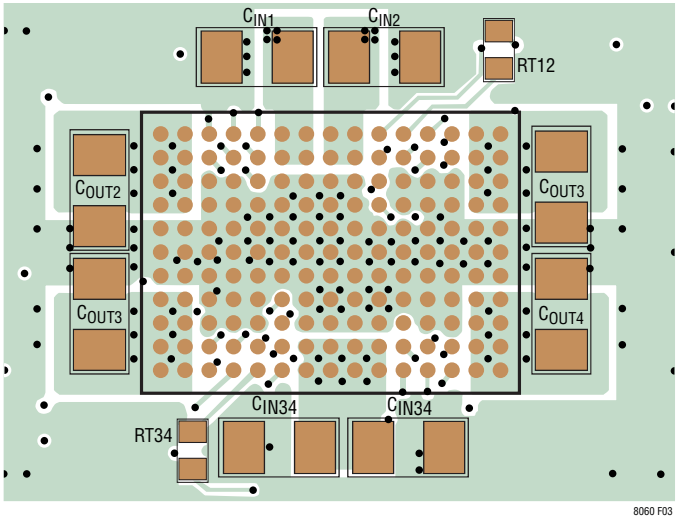

**図3. 推奨外部部品、GNDプレーン、サーマル・ビアを示したレイアウト**
PCBレイアウトに関する問題のほとんどは、LTM8060の高レベルの集積によって緩和もしくは除去されています。しかしながら、LTM8060はスイッチング電源であり、EMIを最小化し適切な動作を確保するための注意が必要です。集積レベルが高いとはいえ、レイアウトが無計画であったり粗雑であったりすると、仕様規定された動作を実現できない可能性があります。推奨レイアウトについては図3を参照してください。グラウンディングやヒート・シンクが許容可能なものであることを確認してください。
6. ビアを使用してGND銅領域を基板の内部グランド・プレーンに接続します。このようなGNDビアを多数配置することにより、プリント回路基板の内層プレーンとの良好なグラウンド接続および熱経路を実現できます。Figure 3のサーマル・ビアの位置と密度に注意を払ってください。LTM8060は、電力処理を行う内蔵部品の近くにビアがあるため、その場所の内部GNDプレーンに接続されたビアによるヒート・シンクのメリットを生かすことができます。サーマル・ビアの最適な数はプリント回路基板の設計に依存します。例えば、非常に小さいビア・ホールを使用する基板もあるかもしれません。その場合、大きなホールを使用する基板よりも多くのサーマル・ビアを使用する必要があります。